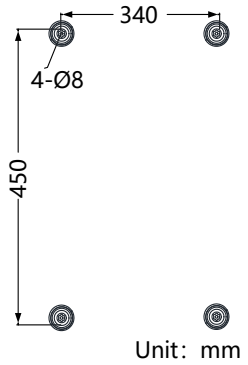

Figure 2-3 Insert Expansion Bolts
1) Drill four Ø8 screw holes on the wall as shown in Figure 2-3.